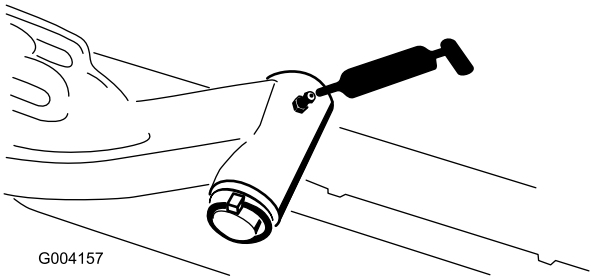

Rysunek 53
- Drążek ramienia podnoszącego (1 na każdym) (Rysunek 53)